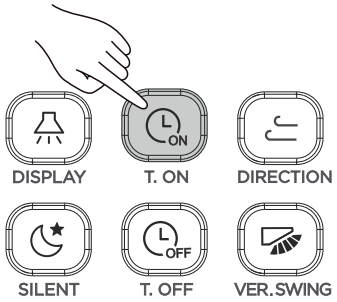

Rysunek 3.17
① Naciśnij przycisk (ON) (patrz Rysunek 3.17), na wyświetlaczu pilota pojawi się komunikat “Timer On” oraz w polu programatora “0.0h Later On”. W tym momencie można skonfigurować programator czasu włączenia.